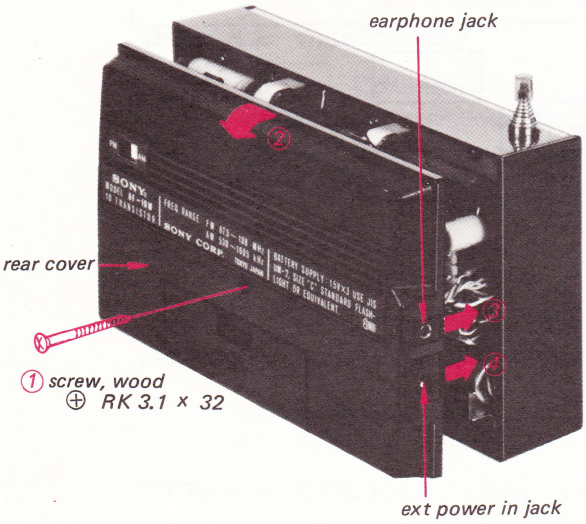

Fig. 2-1.
1. Remove the wood screw ① as shown in Fig. 2-1.
2. Remove the rear cover in the direction shown by the arrow ② in Fig. 2-1.
3. Remove the earphone and ext power in jacks in the direction shown by the arrows ③ and ④